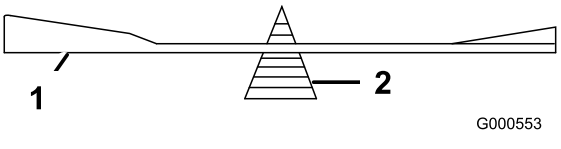

Figur 63
2. Kontrollera knivens balans med en knivbalanserare (Figur 63).